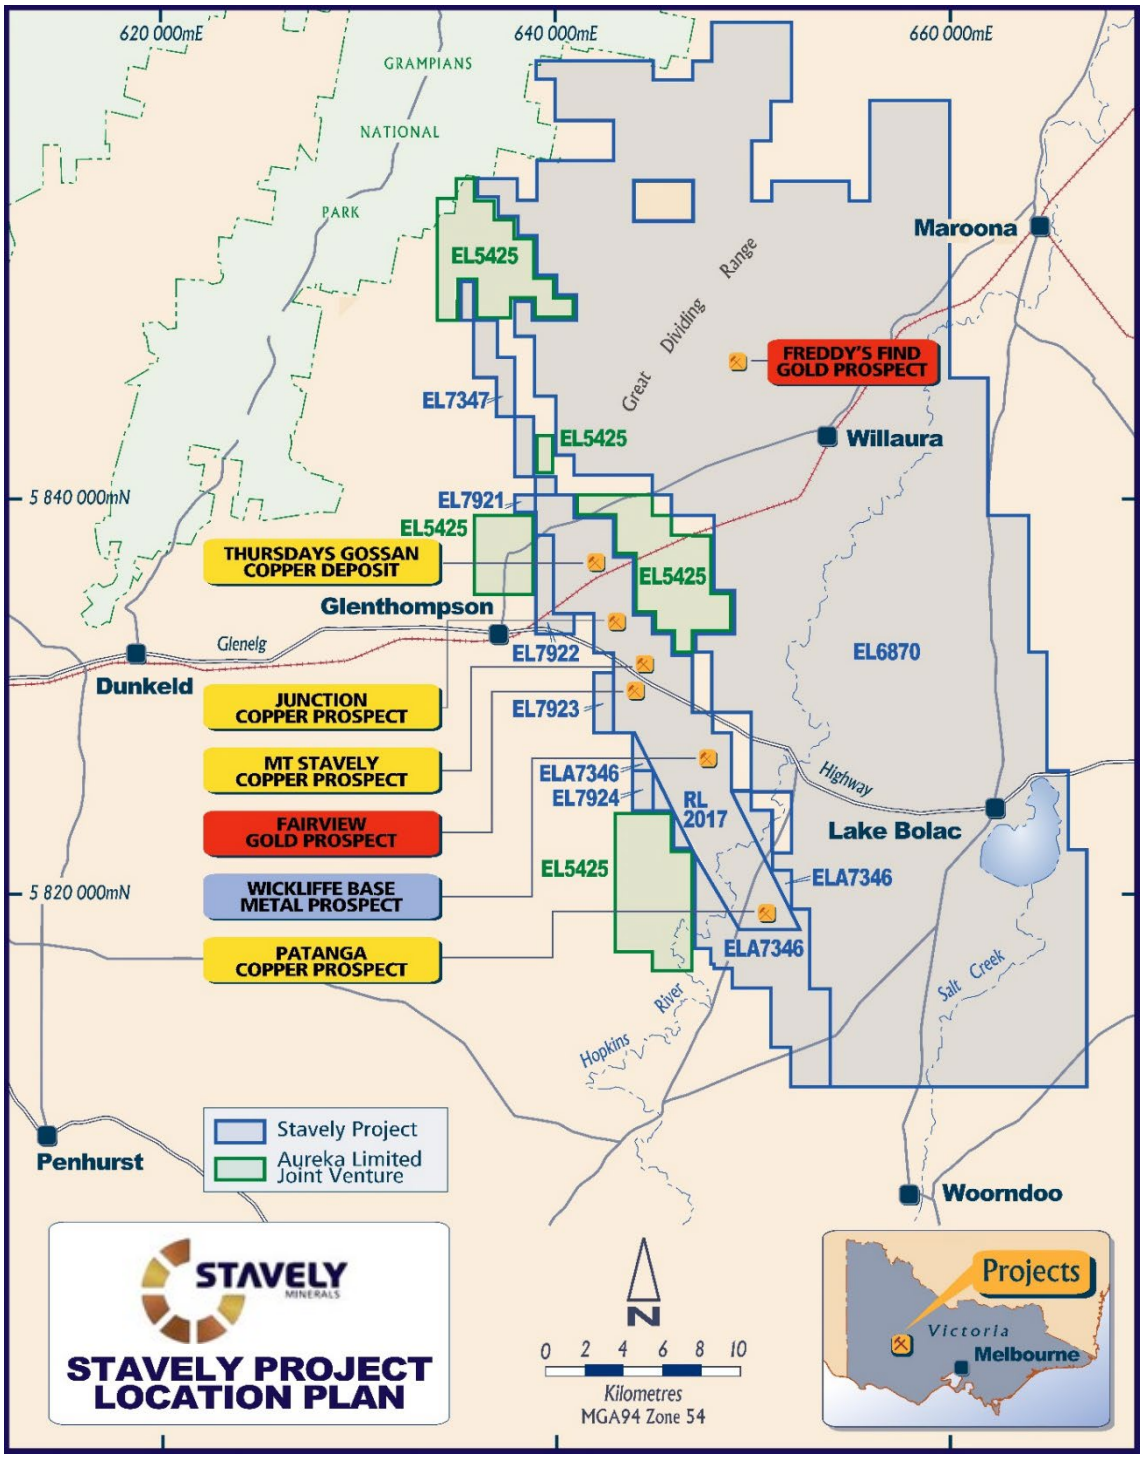

Figure 1. Stavely Project / Prospect location map.
Stavely Minerals Limited (ASX Code: **SVY** – "Stavely Minerals") is pleased to advise that it has received assay results from a partially completed reconnaissance Reverse Circulation (RC) drilling program at the Freddy's Find (S41) breccia-hosted gold prospect, located within its 100%-owned **Stavely Copper-Gold Project** in western Victoria (Figure 1).